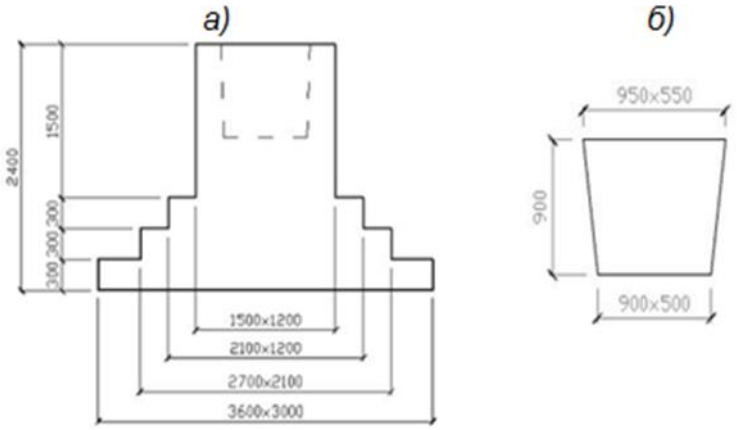

Рис.1. а – основные размеры фундамента; б – размеры стакана для заделки колонны.
2. Определить объем бетонных работ для одного фундамента, проектные размеры фундамента приведены на рис.1 а. В подколоннике фундамента имеется стакан для заделки сборной колонны, размеры которого приведены на рис. 1 б.